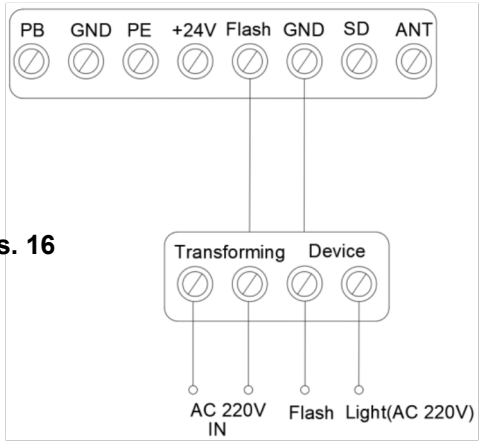

Rys. 16
2. Wyjście lampy „Flash”. Można podłączyć lampę prądu stałego 24-28V DC, prąd ≤ 100 mA. W przypadku lamp zasilanych prądem zmiennym 230 V AC należy zastosować odpowiedni adapter (rys. 16).